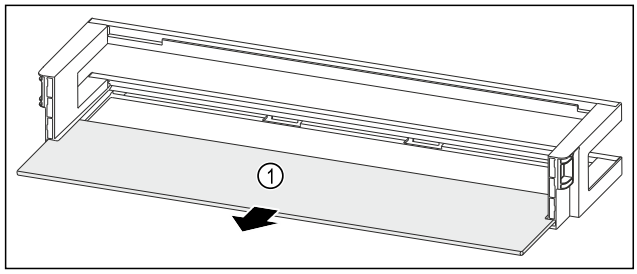

*Fig. 90 Door rack with shelf*
- ▶ Remove the shelf *Fig. 90 (1)*.